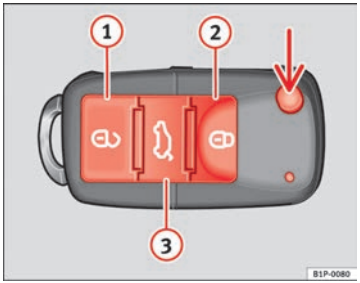

Abb. 62 Tastenbelegung Funkschlüssel
Mit der Taste ⇒Abb. 62 (Pfeil) der Fernbedienung wird der Schlüsselbart ausgeklappt.
Fahrzeug entriegeln ⇒Abb. 62 (1).
Fahrzeug verriegeln ⇒Abb. 62 (2)
Heckklappe entriegeln. Die Taste ⇒Abb. 62 (3) betätigen, bis alle Blinkleuchten am Fahrzeug kurz aufleuchten. Nach Drücken der Entriegelungstaste (3) können Sie die Heckklappe innerhalb von 2 Minuten öffnen. Nach Ablauf dieser Zeit wird die Heckklappe wieder verriegelt.
Zudem blinkt die Batterie-Kontrollleuchte des Schlüssels ⇒Abb. 62 auf.
Bei einmaligem Drücken der Taste ⇒Abb. 62 (1) wird nur die Fahrertür entriegelt. Alle anderen Türen bleiben verriegelt. ▶
Bei zweimaligem Drücken der Taste ⇒Abb. 62 (1) werden alle Türen entriegelt.
– Betätigen Sie die Taste ⇒ Abb. 62 an der Funk-Fernbedienung.